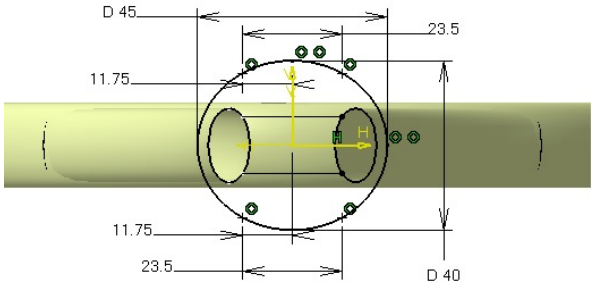

Figure 10-81 *The second section for creating the multi-sections surface*
7. Draw the sketch for the second section, as shown in Figure 10-81. Note that the sketch consists of an ellipse and four points.